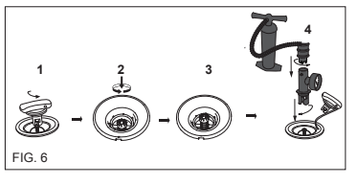

FIG. 6
1. Blaas de plank op door de dop van de luchtklep los te draaien (FIG. 6 POS.1). Zorg ervoor dat de binnenste veerklep niet ingedrukt is. Als deze ingedrukt is (FIG. 6 POS. 2), druk op de veerklep en draai in tegenwijzerzin zodat de binnenste veerklep in de correcte positie is(FIG. 6 POS. 3). Bevestig de manometer op de slang en de slang op de opblaaspositie op de hogedruk handpomp. Blaas de plank op tot 0,23 bar (3.34 psi). Na het opblazen, schroef de dop op de luchtklep (FIG. 6 POS.4)